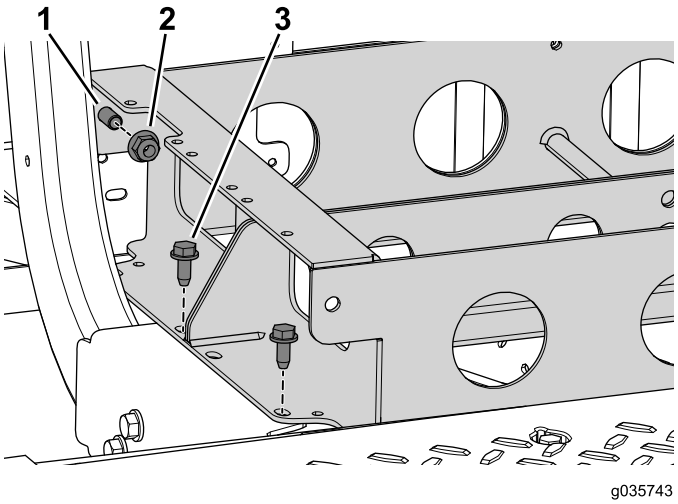

Figure 82
1. Use the 2 flange nuts and bolts to secure the rear and front battery trays together (Figure 82).
2. Use the 4 bolts (3/8 x 1 inch) to secure the front battery tray to the machine (Figure 82).